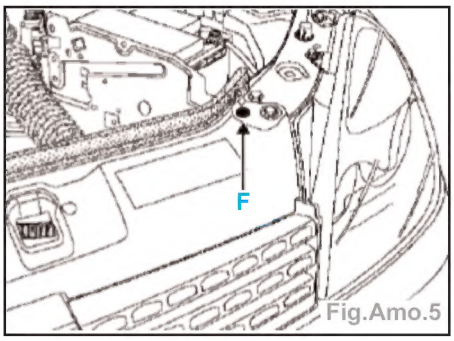

Fig.Amo.5
- Déposer les 2 agrafes (F) (Fig.Amo.5).